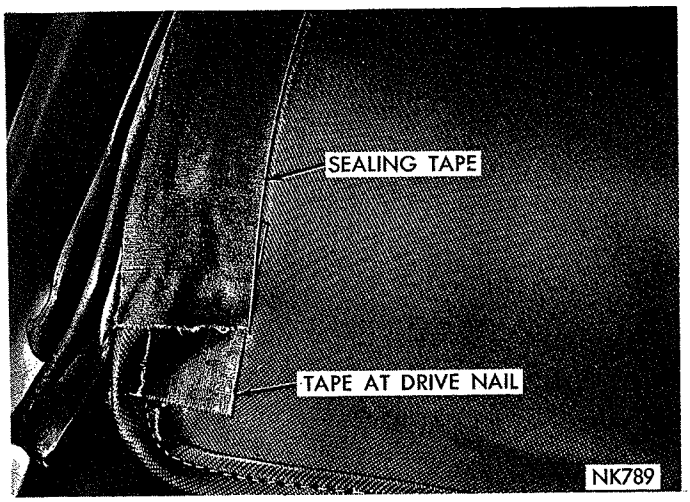
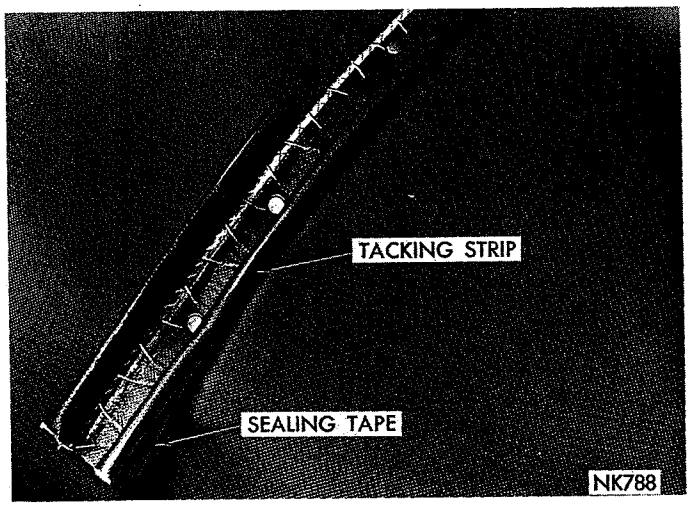

*Fig. 22—Installing Sealing Tape at Header*
*Fig. 23—Installing Tacking Strip on Rear Bow*
(33) Apply cement between outer edge of cover and header. Press cover firmly down on the header.
(34) When installing sealing tape across header tack a small piece of tape should first be pressed over drive nail on each end of header (Fig. 22). Use tape same color as cover. The tape should be slightly smaller in width than header moulding.
(35) Position heading moulding on header. Align moulding retainer clips with the screw holes in header and install screws.
(36) Apply cement to vent wing seals and press into place.
(37) Apply cement to header weatherstrip, where loosened and press firmly into place.
(38) Apply cement to tacking strip area on rear roof bow, making certain each tack is completely covered. Use care not to allow cement to extend outside of the tacking area.
(39) Using sealing tape the same color as cover and slightly narrower than width of tacking strip, apply across entire tacking area. Press firmly into place.
(40) Position a new bow tacking strip over sealing tape and tack into position spacing tacks approximately one half inch apart (Fig. 23).